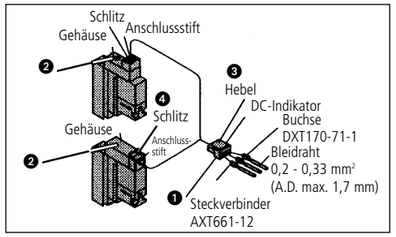

Abb. 17
Elektrischer Anschluss Steckeinheit (Steckverbinder) (Abb. 17)
Den Steckverbinder ❶ (Abb. 17) gerade auf die Anschlussstifte am Magnetventil ❷ (Abb. 17) setzen, so dass die Hebellippe ❸ (Abb. 17) fest im Magnetventilschlitz ❹ (Abb. 17) sitzt.
Steckverbinder lösen (Abb. 17)
Den kleinen Hebel ❸ (Abb. 17) gegen den Steckverbinder ❶ (Abb. 17) drücken und den Steckverbinder gerade vom Magnetventil ❷ (Abb. 17) abziehen.